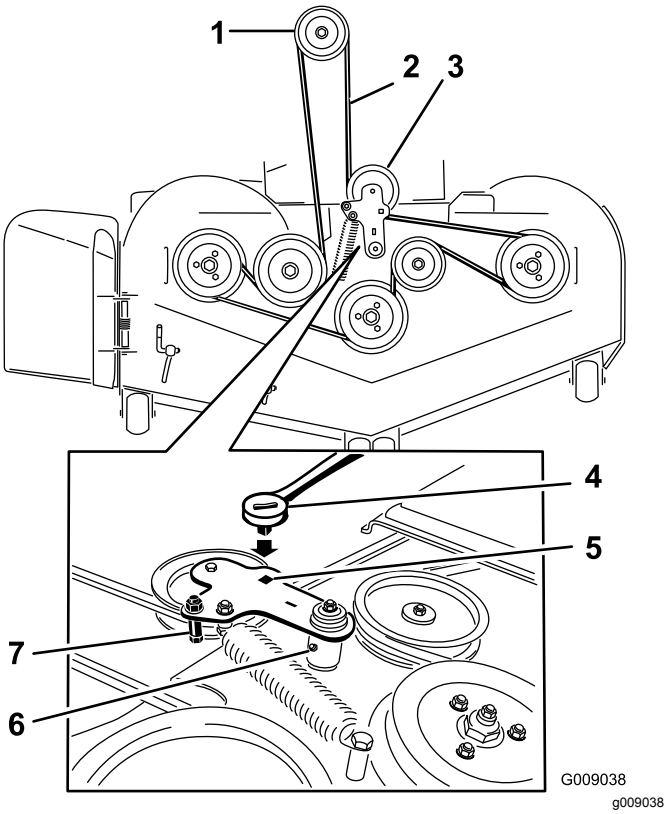

Figur 106
5. Lyft upp fotplattan och för in en spärrhake i det fyrkantiga hålet i däckets mellandrev (Figur 106).
6. Vrid däckets mellanskiva medurs och ta bort klipparremmen (Figur 106).